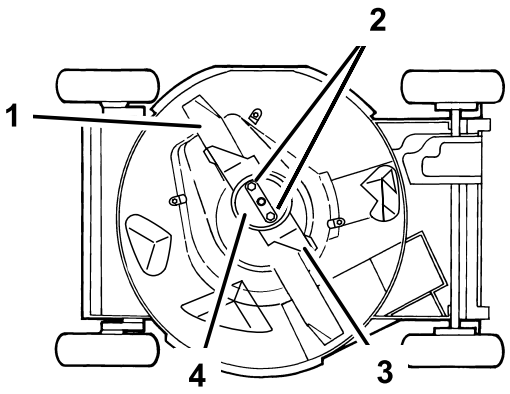

Rysunek 34
4. Przechyl kosiarkę na **prawą** stronę (Rysunek 34).
Złap koniec ostrza przez szmatkę lub grube rękawice. Zdejmij nakrętki ostrza, podkładkę zapobiegającą zdarciu darni, przyspieszacz i ostrze (Rysunek 34).
5. Zdejmij 2 nakrętki ostrza, podkładkę zapobiegająca zdarciu darni, przyspieszacz i ostrze (Rysunek 34).